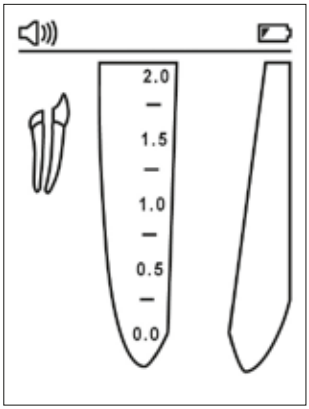

Fig. 2
6.3.2. Quando as pilhas se gastarem, o indicador de pilha fraca pisca no canto superior direito do ecrã (Fig. 2). O CanalPro Apex Locator Compact continuará a sua operação normal, mesmo com pilhas fracas, mas estas deverão ser trocadas antes que fiquem totalmente vazias.